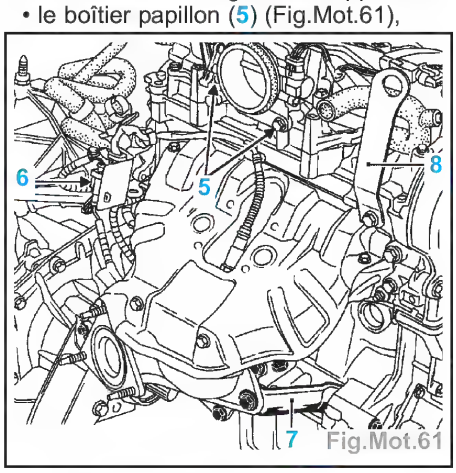

Fig.Mot.61
- le boîtier d'air (4) (pour cela déposer les fixations du vase d'expansion et l'écarter),
- le boîtier papillon (5) (Fig.Mot.61),